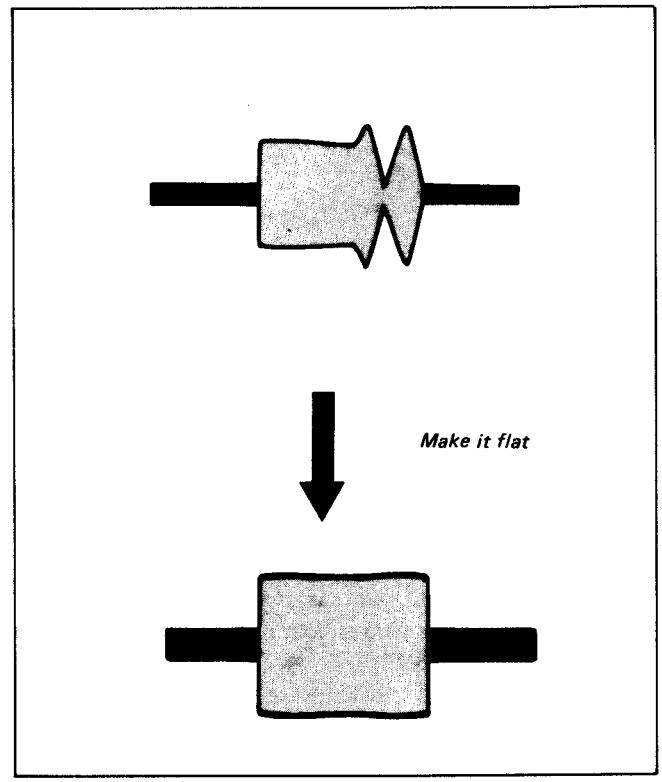

Fig. 2-63
4) Turn guide No.6 clockwise so that the waveform on the outlet side becomes flat (See Fig. 2-63).